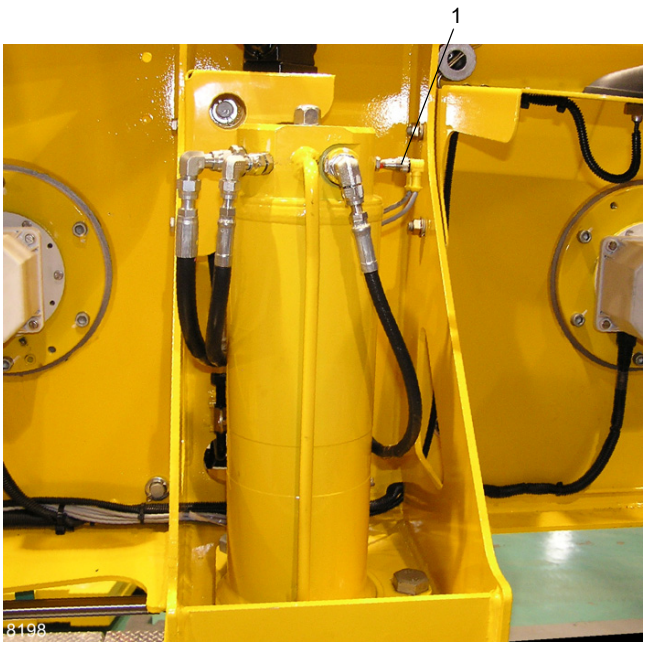
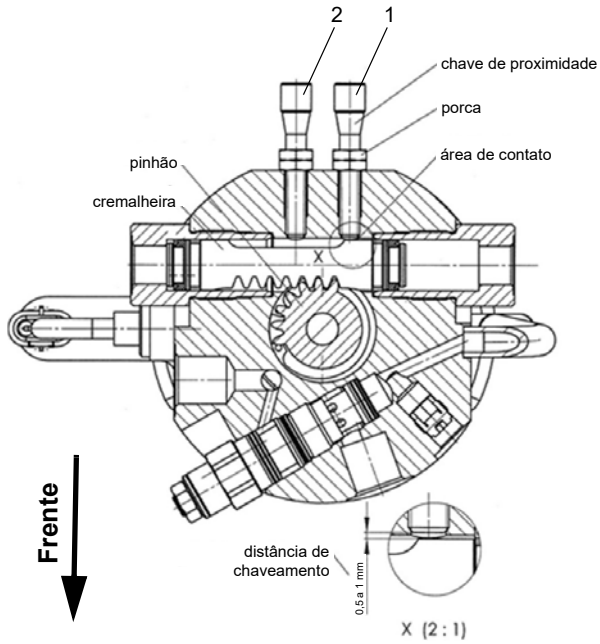

FIGURA 2-52
FIGURA 2-53
O cilindro de elevação do contrapeso (Figura 2-52) incorpora um sistema de cremalheira e pinhão para girar a haste para travar e destravar o cilindro no contrapeso.
As duas chaves de proximidade são usadas para sinalizar ao sistema ECOS (consulte a *Seção 3, Controles de operação e procedimentos* no *Manual do operador*) que o cilindro está travado ou destravado. A chave de proximidade esquerda (1, Figura 2-52 e Figura 2-53) detecta a cremalheira na posição travada. A chave de proximidade direita (2, Figura 2-53) detecta a cremalheira na posição destravada.
**2.** Solte as contraporcas na chave de proximidade esquerda (1, Figura 2-52 e Figura 2-53).
4. Desrosqueie a chave 3/4 de volta, o que equivale a 0,75 mm (0.03 pol.). A distância entre a chave e a cremalheira deve ser de 0,5 a 1,0 mm (0.02 a 0.04 pol.) como mostra a Figura 2-53.
2. Solte as contraporcas na chave de proximidade direita (2, Figura 2-53).